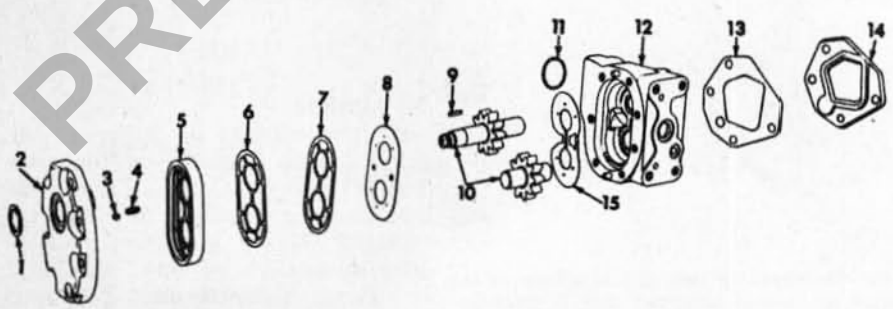

Fig. 17—Exploded view of Cessna 12 or 17 gpm hydraulic pump used for the power steering and auxiliary hydraulic system.
25. **OVERHAUL (CESSNA).** To overhaul the removed pump, refer to Fig. 17 and proceed as follows: Remove the nut, drive gear and key from pump shaft, then unbolt and remove pump cover (2). Withdraw pump gear and shaft assemblies (10) and thrust plate (15) from pump body. Remove diaphragm, gaskets, seal, spring and check ball from cover. Then, remove shaft oil seal (1).